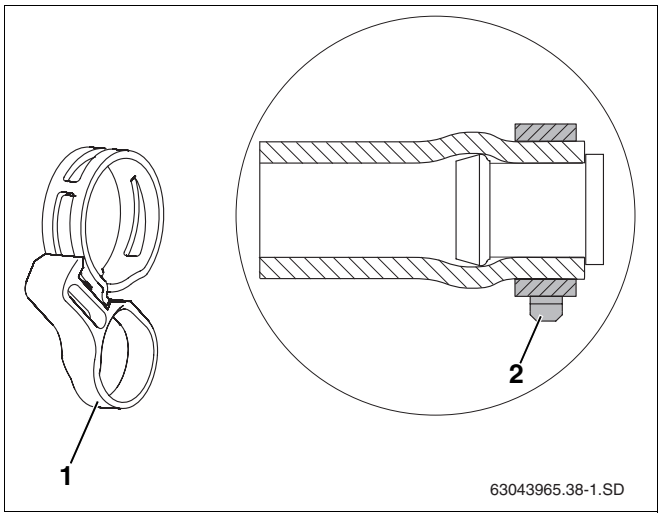

Abb. 39 Federbandschelle mit Sicherungsring und im montiertem Zustand am vormontierten Blindstopfen
- Die korrekte Position der Federbanschelle (Abb. 39, **Pos. 2**) ist unbedingt vor dem Abziehen des Sicherungsringes (Abb. 39, **Pos. 1**) zu gewährleisten. Ein nachträgliches Lösen mit Zangen kann die Spannkraft beeinträchtigen.